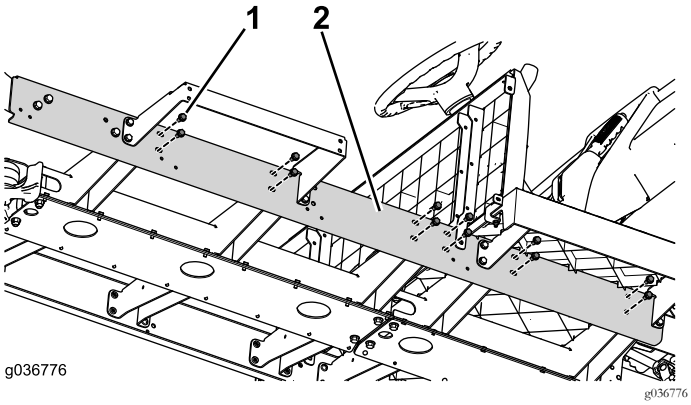

Figur 31
7. Monter de resterende kanalbolte og -møtrikker (Figur 31).